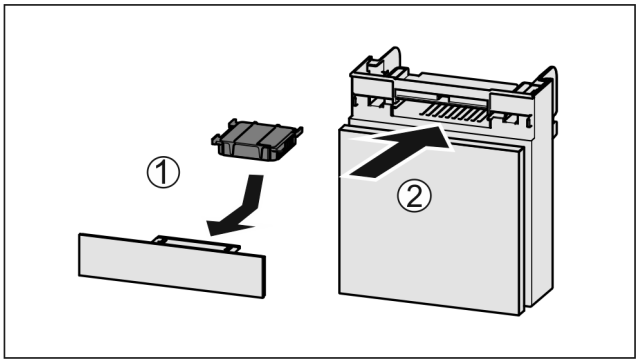

Fig. 246
▶ Insert the carbon filter as shown in the diagram *Fig. 246 (1)*.
▶ Push the compartment in *Fig. 246 (2)*.